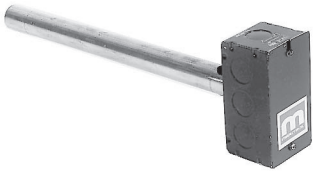

Figure 7. Ensemble capteur et tube de mélange
a. Pour les unités avec ensemble capteur et tube de mélange (voir **Figure 7**), enlever le panneau d'accès aux conduits, glissez le tube de mélange dans le conduit et fixez le capteur.